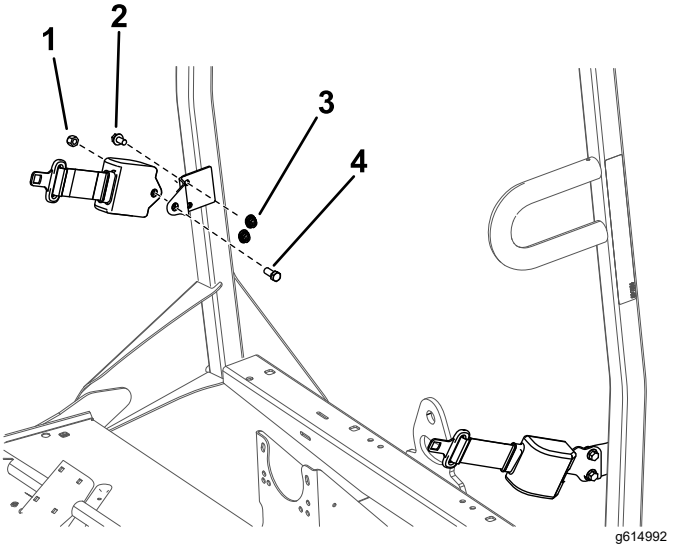

Рисунок 7
1. Установите кронштейн крепления ремня безопасности с внешней стороны каждой проушины дуги безопасности ROPS с помощью 2 болтов (3/8 дюйма) и 2 гаек (3/8 дюйма) (см. Рисунок 7).
2. Установите вытягивающийся конец каждого ремня безопасности на крепёжный кронштейн каждого ремня безопасности с помощью болта (7/16 дюйма) и гайки (7/16 дюйма) (Рисунок 7).